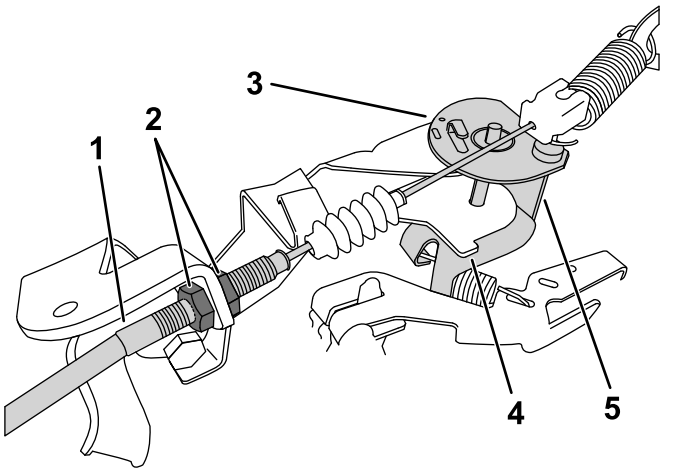

Figur 36
3. For at øge den lave tomgangshastighed skal du ved gaskablet løsne den forreste kontramøtrik og stramme den bageste kontramøtrik (Figur 36).